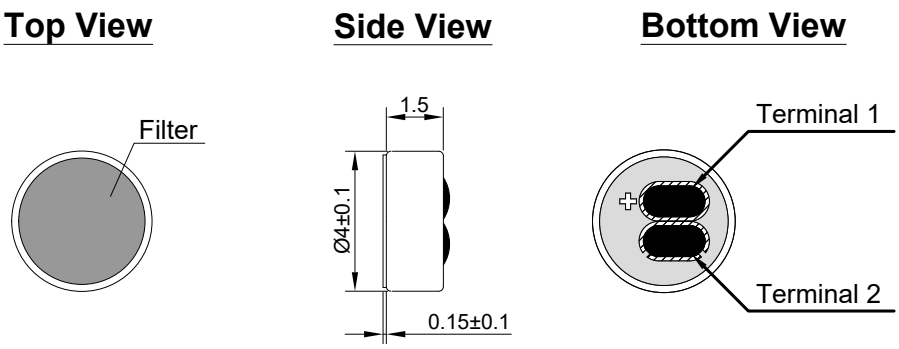

**Figure 4. HBO0402D-62 Mechanical Layout**
**4.3.1.** Layout and Dimension : See Section 6, Figure 4